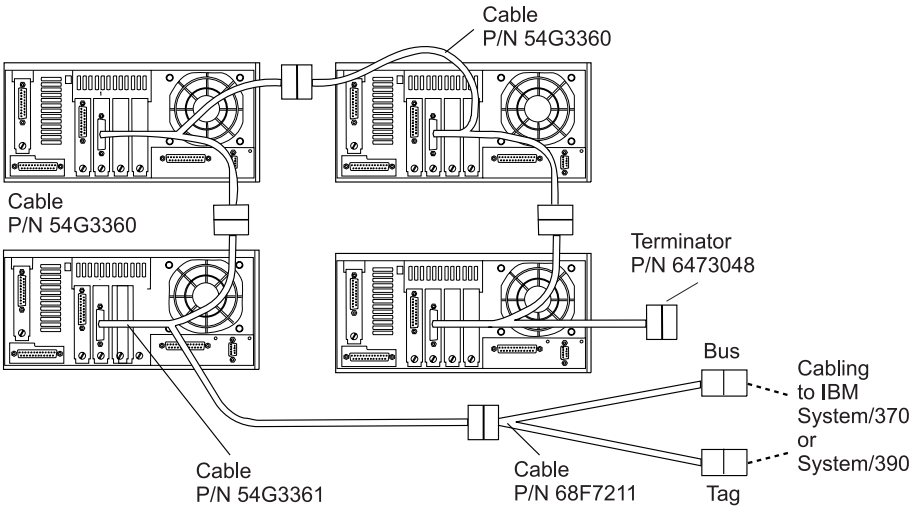

Figure B-4. BMCA cabling to a multiple processor nodes
1. Determine which processor node will be the first in the string and then connect cable part number 54G3361 to the BMCA adapter card in that node as shown in Figure B-4 on page B-4.